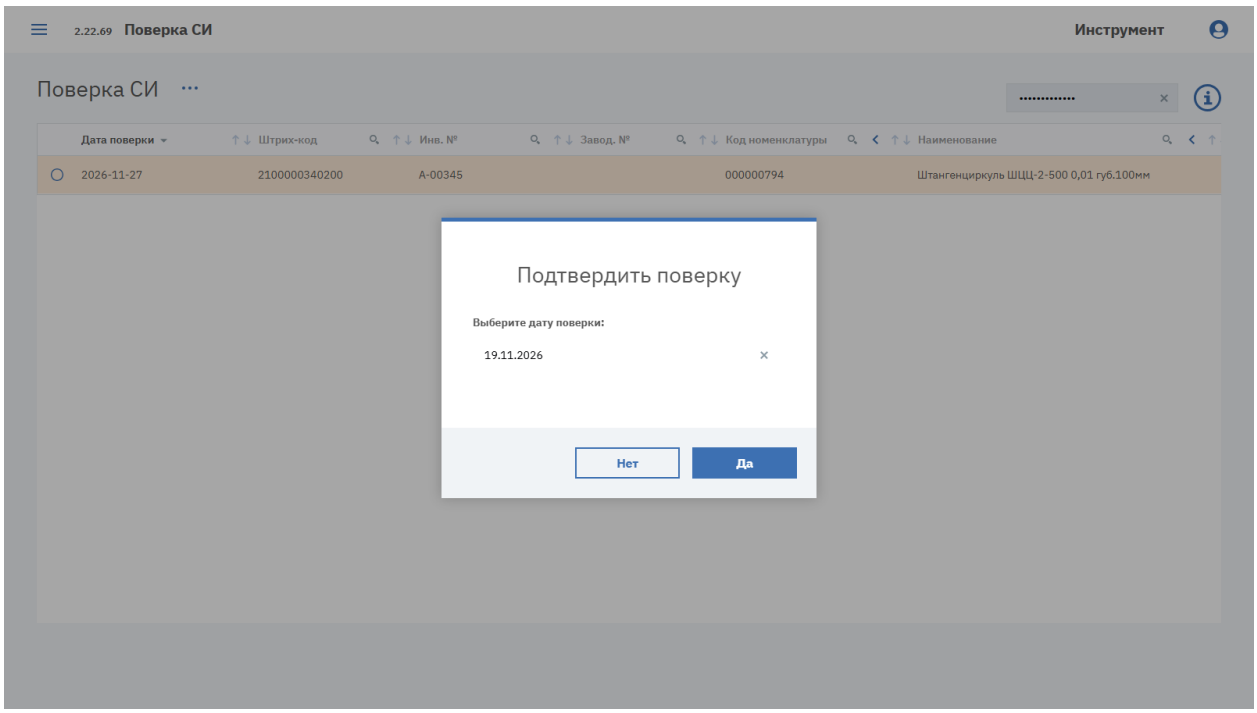

Рисунок 170. Окно «Подтвердить поверку»
3. В окне «Подтвердить поверку» в поле «Выберите дату поверки» укажите дату поверки (по умолчанию – текущая дата) (см. Рисунок 170).